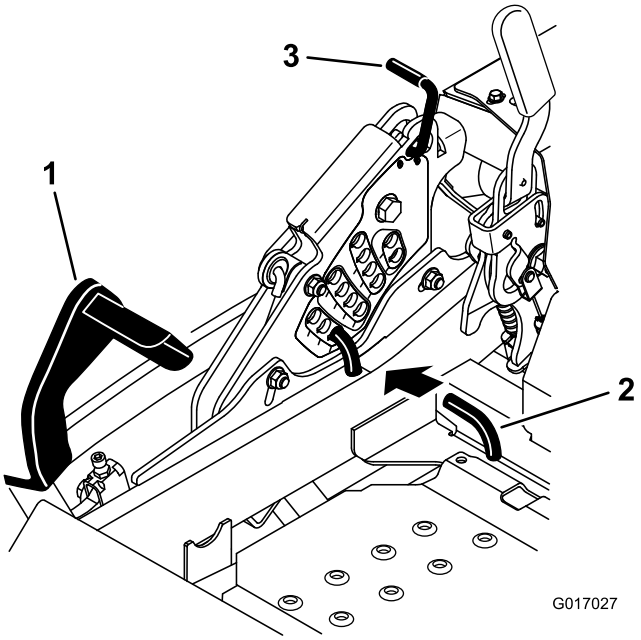

Figur 82
5. Tryck däcklyftpedalen så långt framåt det går så att däcket låses i transportläget (14 cm) (Figur 82).